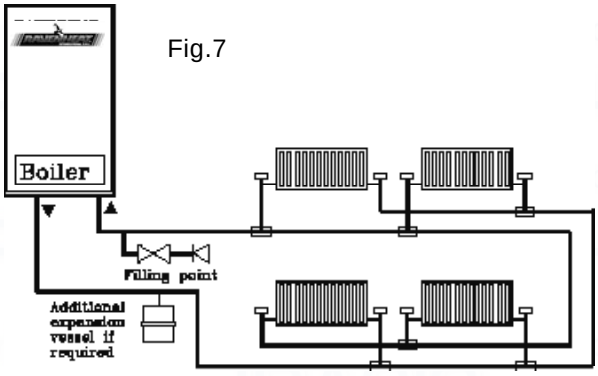

Fig.7
It can accept up to 6 lts of expansion water. If the appliance is connected to a system with an unusually high water content, calculate the total expansion and add additional sealed expansion capacity as appropriate (Fig. 7). In general, modern systems will present no problem.
B) Where fitting of a make up vessel would be difficult, re pressurisation of the system can be done. See section on FILLING. If the capacity of the central heating system should exceed 110 Litres, an additional vessel should be installed on the return to the combination boiler from the heating system (Fig. 7). Guidance on vessel sizing is given in (Table 3).